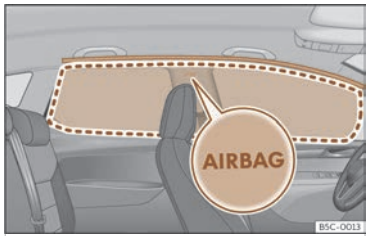

Abb. 28 Einbauort der Kopfairbags
Die Kopfairbags befinden sich zu beiden Seiten im Innenraum oberhalb der Türen ››› **(Abb. 28)** und ihre Einbauorte sind mit dem Schriftzug „AIRBAG“ gekennzeichnet.
Der eingerahmte Bereich wird vom auslösenden Kopfairbag erfasst (Entfaltungsbereich) ››› **(Abb. 28)**. Deshalb dürfen in diesen Bereich niemals Gegenstände abgelegt oder befestigt werden ››› ⚠.
- **Stellen Sie sicher, dass Kinder richtig in ihren Sitzen sitzen und ihren Kopf nicht in den Entfaltungsbereich der Kopfairbags halten ››› (Abb. 28), da sie beim Auslösen der Airbags von diesen getroffen werden und schwere Verletzungen erleiden könnten.**